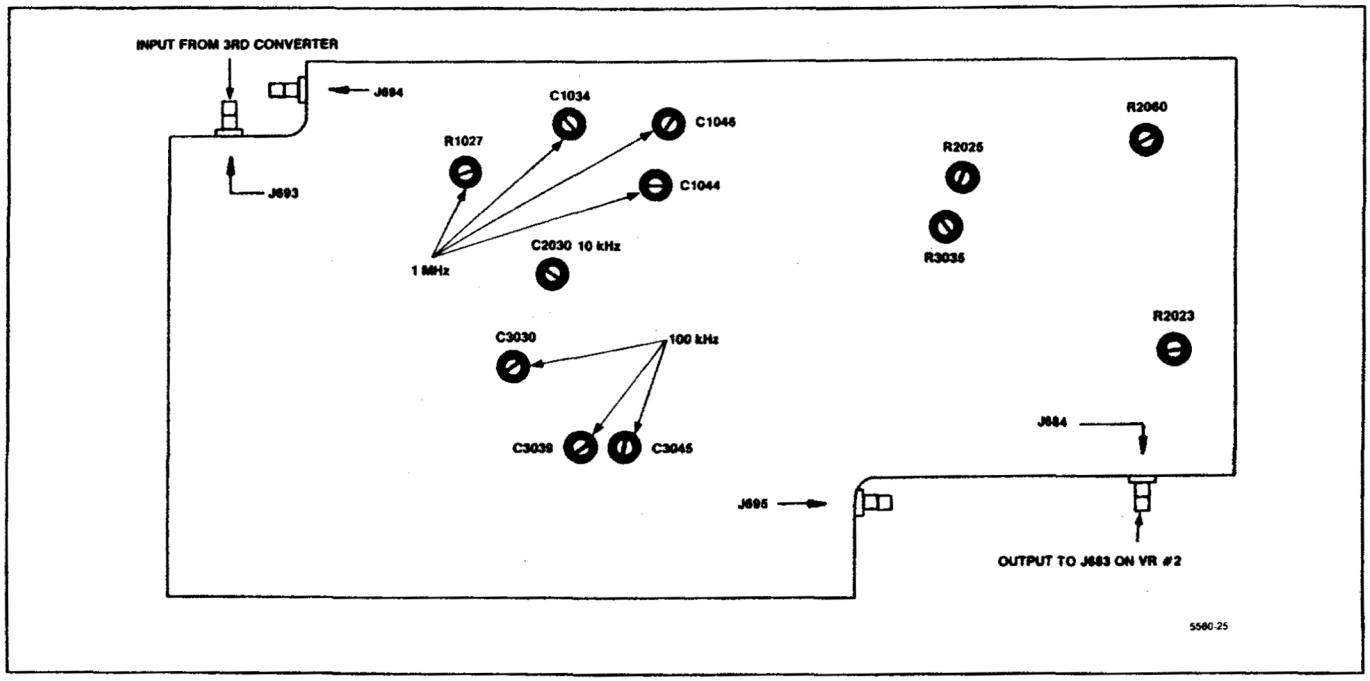
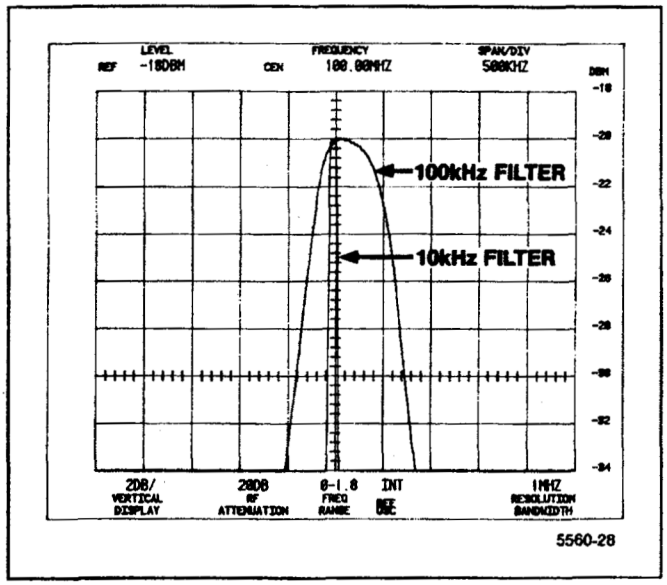
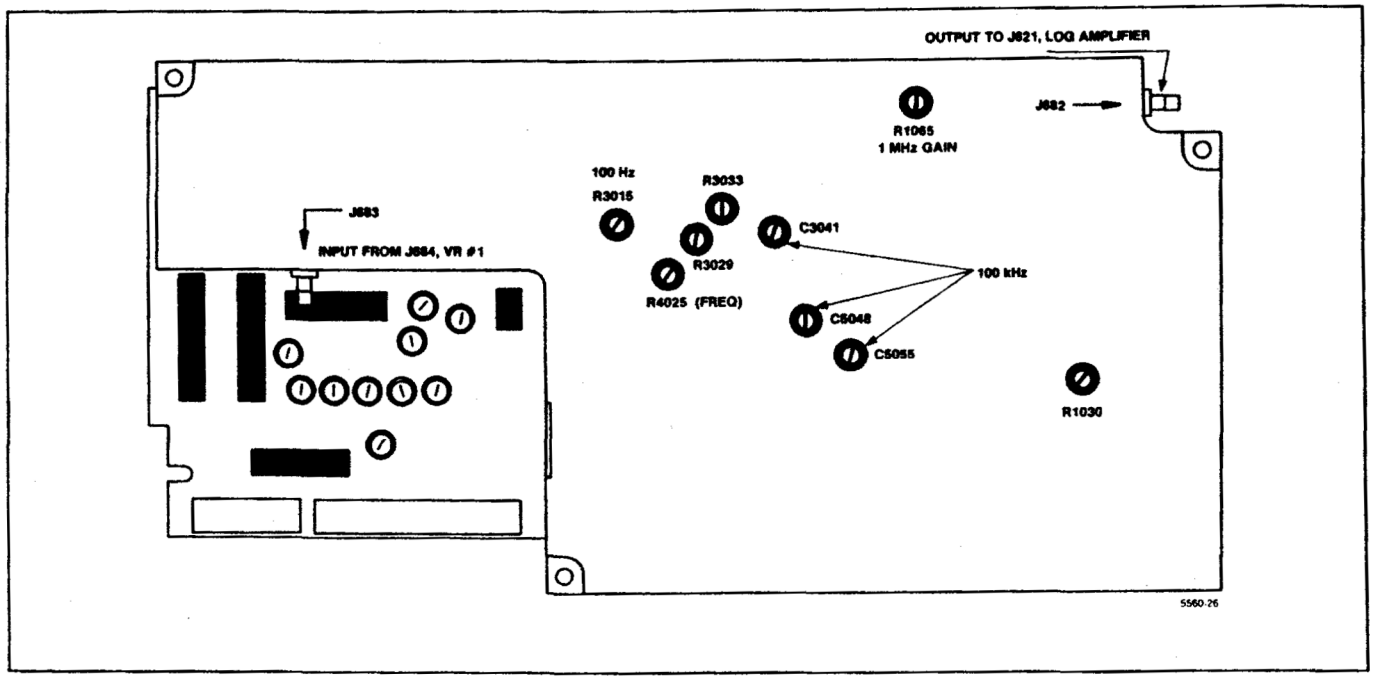

Figure 5-15. Adjustments on the rear of the Variable Resolution module.
Figure 5-16. 100 kHz over 10 kHz filter response.
Figure 5-17. Adjustments on the front of the Variable Resolution module.
d. Adjust the four tuning screws (capacitors) on the 110 MHz Bandpass Filter (FL36) for the best 3 MHz filter response (3 MHz bandwidth ±600 kHz, 6 dB down) that is centered about the 10 kHz reference. Refer to Figure 5-16.
f. Adjust C1034, C1044, and C1046, and R1027 on the VR 2nd Filter Select board (Figure 5-15) for the best 1 MHz filter response (1 MHz bandwidth, 3 dB down, that is centered about the 10 kHz reference). Refer to Figure 5-16.
h. Adjust C5055, C5048, and C3041 on the VR 2nd Filter Select board (Figure 5-17) for the best 100 kHz filter response (100 kHz bandwidth, 3 dB down, that is centered about the 10 kHz reference). Refer to Figure 5-16.
(4) Adjust R4025 on the VR 2nd Filter Select board (Figure 5-17) for maximum signal amplitude.
(29) Press RECALL SETTINGS 2.
(30) Adjust C4060 in the 10 Hz/100 Hz Bandpass Filter assembly for best symmetry.
(31) Repeat parts 28 through 31 to eliminate interaction.
(32) Remove all jumpers from the 10 Hz/100 Hz Bandpass Filter assembly.
(33) Press <Blue-SHIFT> CAL to start the internal calibration routine. Press FINE to continue calibration as prompted.
o. Adjust C2030 (Figure 5-15) for the best 10 kHz response centered about the 1 kHz reference.
r. Adjust C3045, C3039, and C3030 (Figure 5-15) for the best 100 kHz response centered about the 10 kHz filter reference.
e. Disconnect P693 (Figure 5-17) and activate MIN NOISE. Apply a 10 MHz, −25 dBm signal, from the signal generator, through a bnc-to-Sealectro adapter to J693. Set the generator frequency to peak the signal amplitude. (Signal amplitude should be between 3.5 and 6.5 divisions. If signal amplitude is not within these limits it indicates a gain problem in the Variable Resolution module.)
h. Switch MIN NOISE off, decrease the generator output to −35 dBm, leave the REF LEVEL at −20 dBm, and adjust the 10 dB Gain R3035, on the 10 dB Gain board (Figure 5-17) so the signal amplitude is 7 divisions.
i. Change the generator output to −45 dBm, the REF LEVEL to −40 dBm, and adjust the 20 dB Gain R2023 on the 20 dB Gain Step board (Figure 5-17) for a 7 division signal amplitude.
j. Change the generator output to −65 dBm, the REF LEVEL to −60 dBm, and adjust the 10 dB Gain R2060 on the 20 dB Gain Step board (Figure 5-17) for a 7 division signal amplitude.